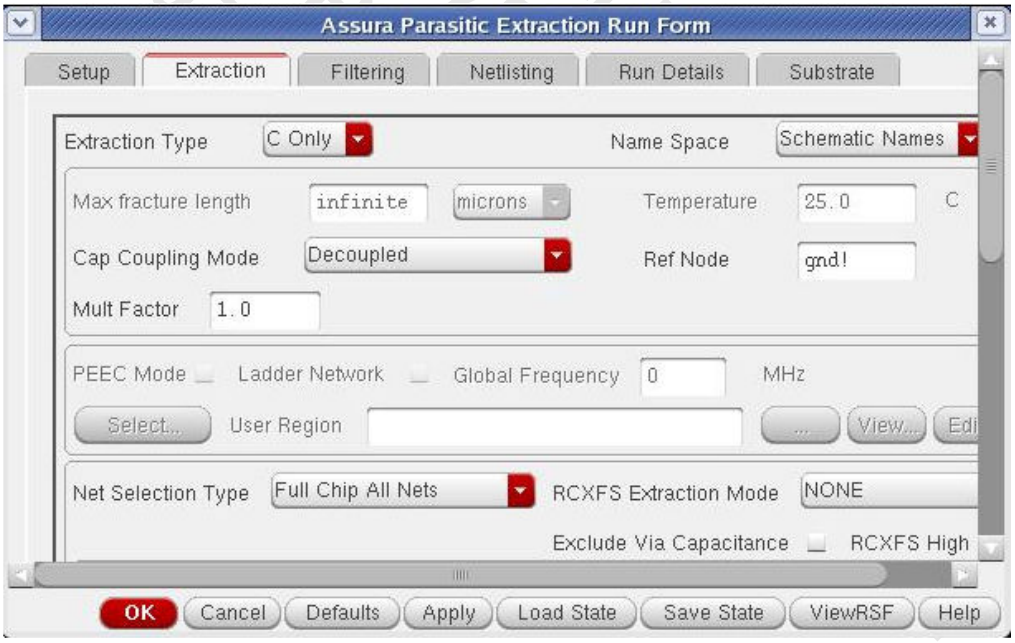

FIG. 26 Extraction folder of Assura RCX window
3. In the "Extraction" folder of Assura RCX window, select the "extraction mode" to "C only" (if you want to extract only C), set the "Name space" to "Schematic Names" and fill in the "Ref Node"(here we use "gnd!")(Fig 26).